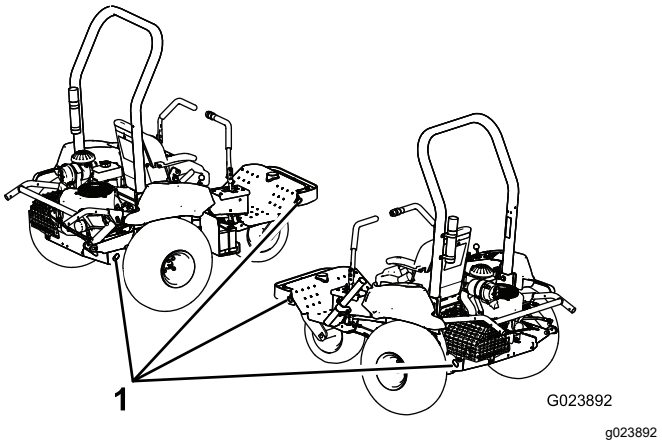

**Figuur 25**
5. Gebruik de bindogen op de machine (Figuur 25) om de machine goed vast te maken aan het transportvoertuig met banden, kettingen, kabels of touwen.